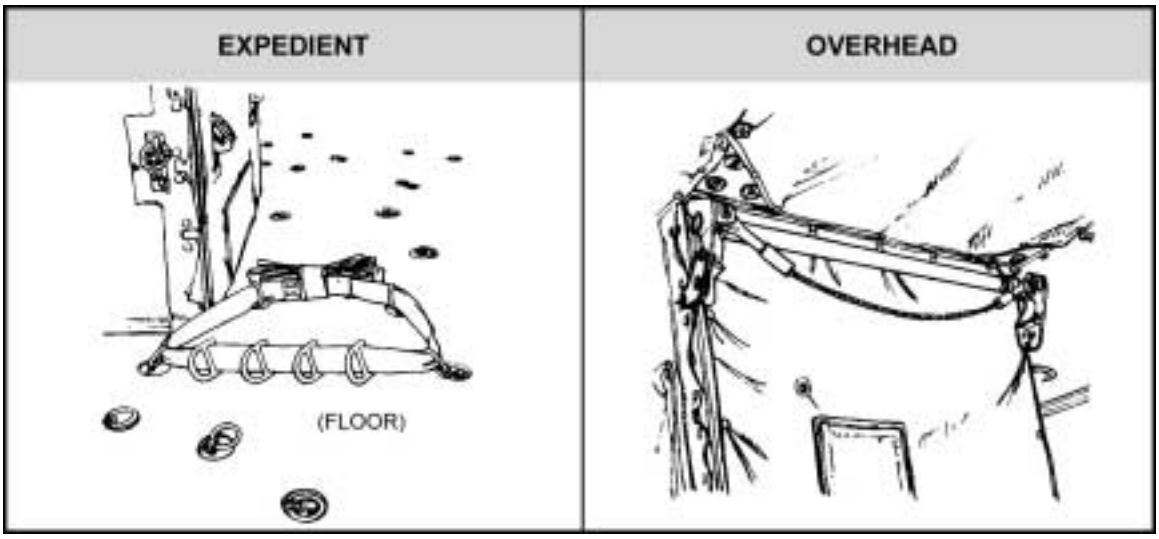

Figure 17-3. UH-1 anchor line system.
b. **Anchor Line Systems**. Two anchor line systems are available with the UH-1H aircraft for airdrop of personnel. They are the standard overhead system and the expedient system (Figure 17-3). The expedient system (A-7A anchor line cable assembly) consists of a cotton A-7A strap, four D-rings, and four connector snaps (TM 10-1670-298-20&P authorized the fabrication of the A-7A strap from Type X cotton webbing). Nylon A-7A straps may be used with cotton buffers on the D-rings and connector snaps.